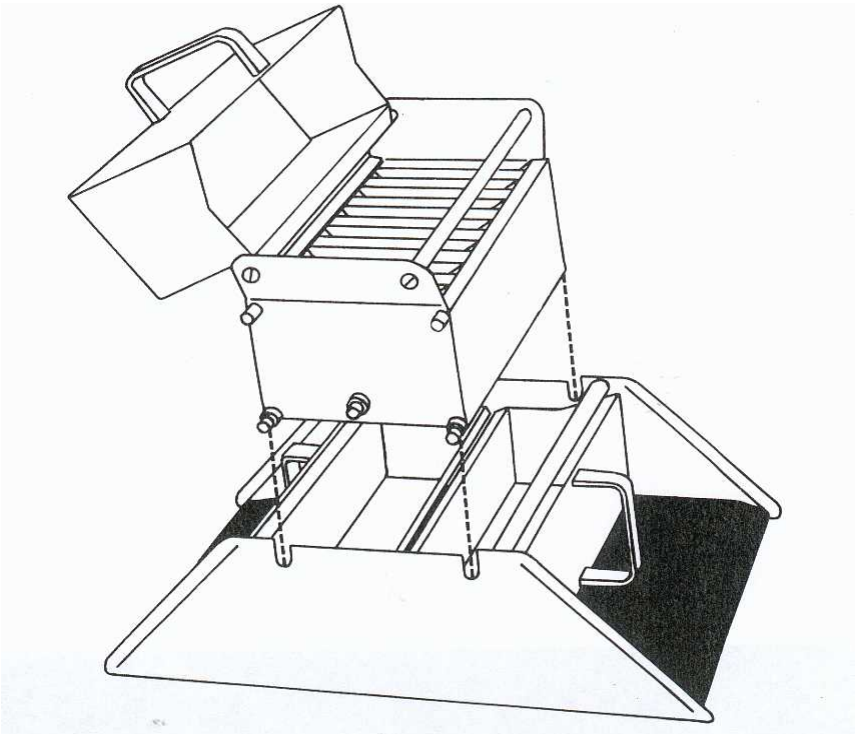

Figura 1
- Mezclador/Divisor como el mostrado en la figura 1, utilizado para obtener la muestra de laboratorio.